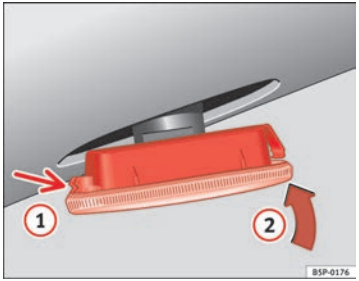

Fig. 146 Side turn signals
– First fit the turn signal in the opening in the chassis, fastening the tabs (1) ⇒ page 217, fig. 146, and then fit in the bulb as shown by the arrow (2) ⇒ page 217, fig. 146. ■